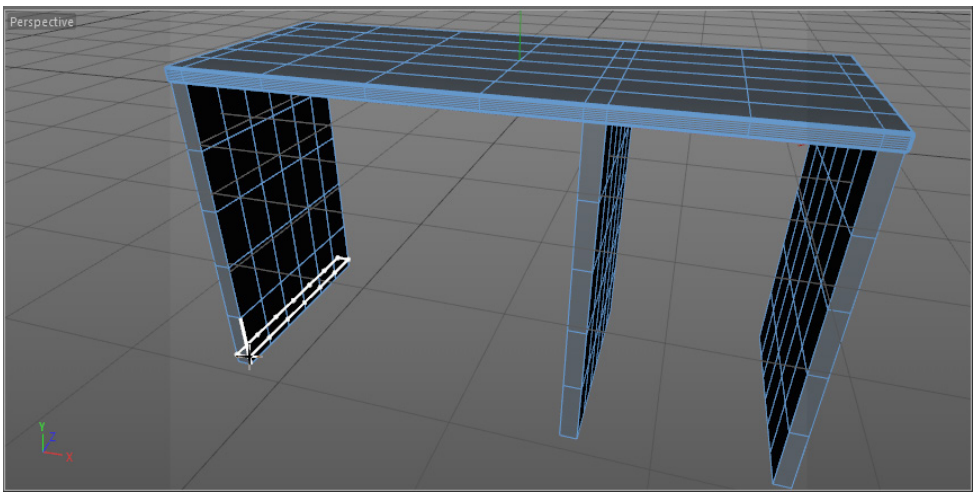

Figure 3-83 *Clicking on edge to create a new edge loop*
2. Make sure the **Enable Snap** tool is deactivated in the Modes Palette. Next, click at a point, refer to Figure 3-83; a new edge loop is added to *Computer table*.